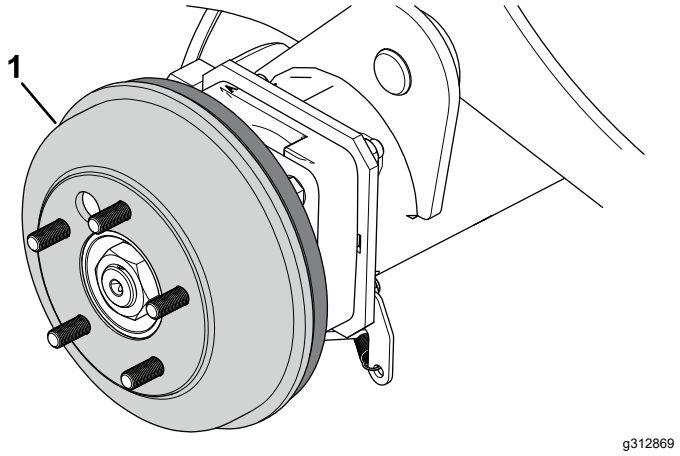

Figura 75
4. Retire los tambores de freno (Figura 75) a mano.